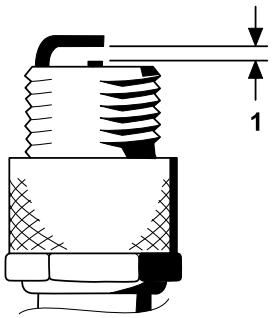

Figur 34
4. Still inn elektrodeavstanden mellom midten og siden på elektrodene til 0,76 mm, som vist i Figur 34.